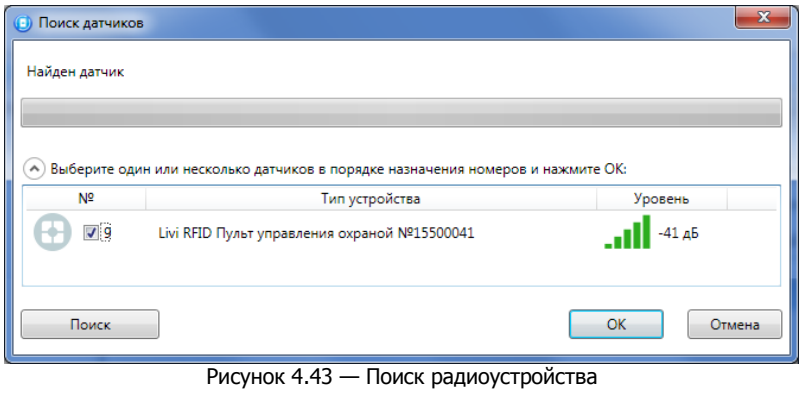

Рисунок 4.43 — Поиск радиоустройства
4. В следующем окне (см. рисунок 4.43) будет отображен список устройств, доступных для связывания в радиусе действия радиоканала. Если подключаемого устройства нет в списке, то его следует повторно перевести в режим связывания (любое устройство серии Livi находится в режиме связывания ровно 60 секунд).